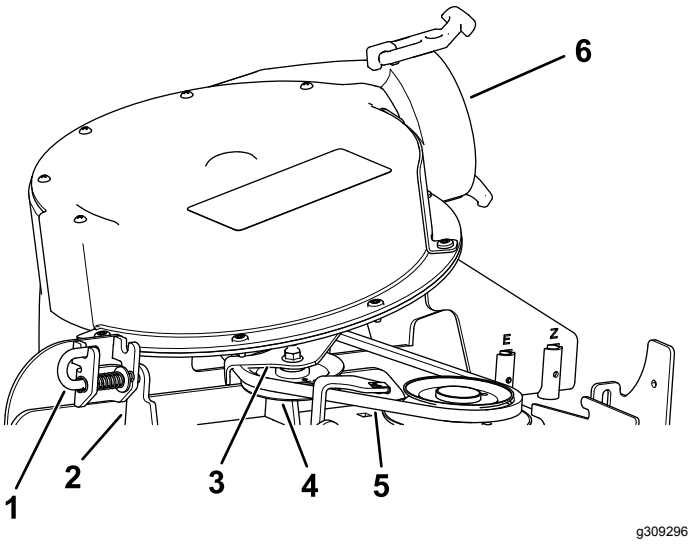

Rysunek 20
4. Przesuń kołek zaczepu z pozycji zablokowanej do pozycji otwartej (Rysunek 20).
5. Zamknij zespół dmuchawy i ustaw kołek zaczepu równo z otworem we wsporniku kanału (Rysunek 20).